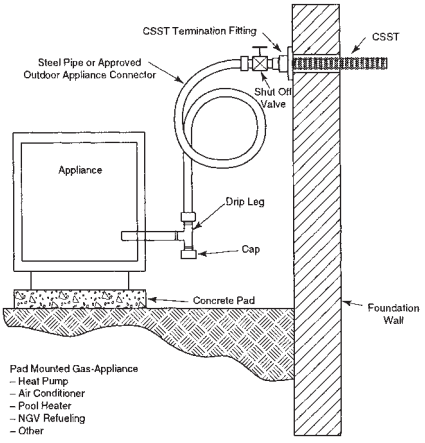

Fig. 4-65
b) Pad Mounted Equipment (Fig. 4-65) – Moveable gas appliances on concrete pads or blocks, such as heat pumps, air conditioners, pool heaters and NGV refueling systems, shall be connected to the Gastite®/FlashShield™ CSST system at a termination fitting using either rigid pipe or an approved outdoor appliance connector.